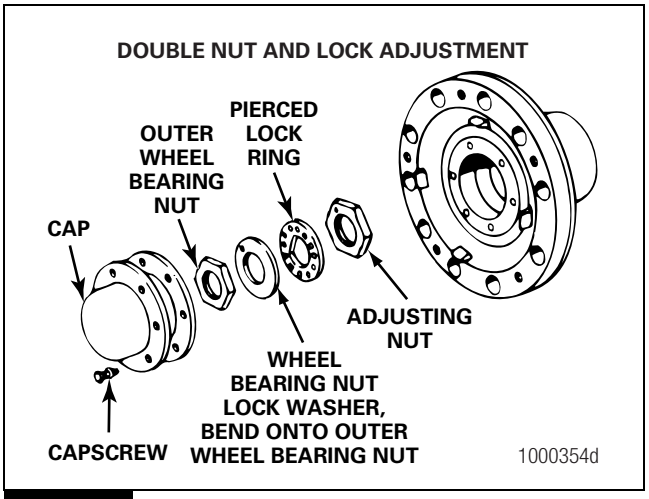

Figure 7.2
7. **On double nut and lock fasteners:** Bend the lock washer off the wheel bearing nut. Remove the wheel bearing nut, the lock washer and the pierced lock ring. Figure 7.2.
- **If the end play is to specification:** Bend the washer to at least one flat edge of the outer wheel bearing nut. Figure 7.2.